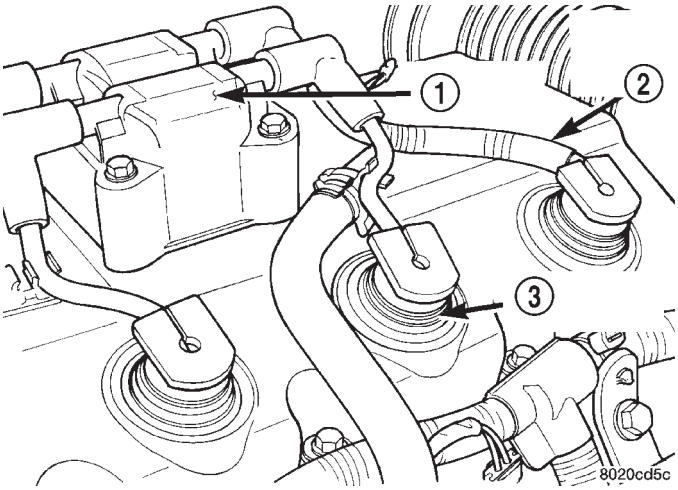

Abb. 41 Zündspuleneinheit und Zündkabel
(2) Zündspuleneinheit abbauen und Zündkabel abziehen (Abb. 41).
(3) Ventildeckelschrauben lösen.
(4) Ventildeckel abnehmen.
(3) Zündspuleneinheit und Zündkabel einbauen (Abb. 41). Schrauben der Zündspuleneinheit mit einem Anzugsmoment von 12 N·m (105 in. lbs.) festziehen.